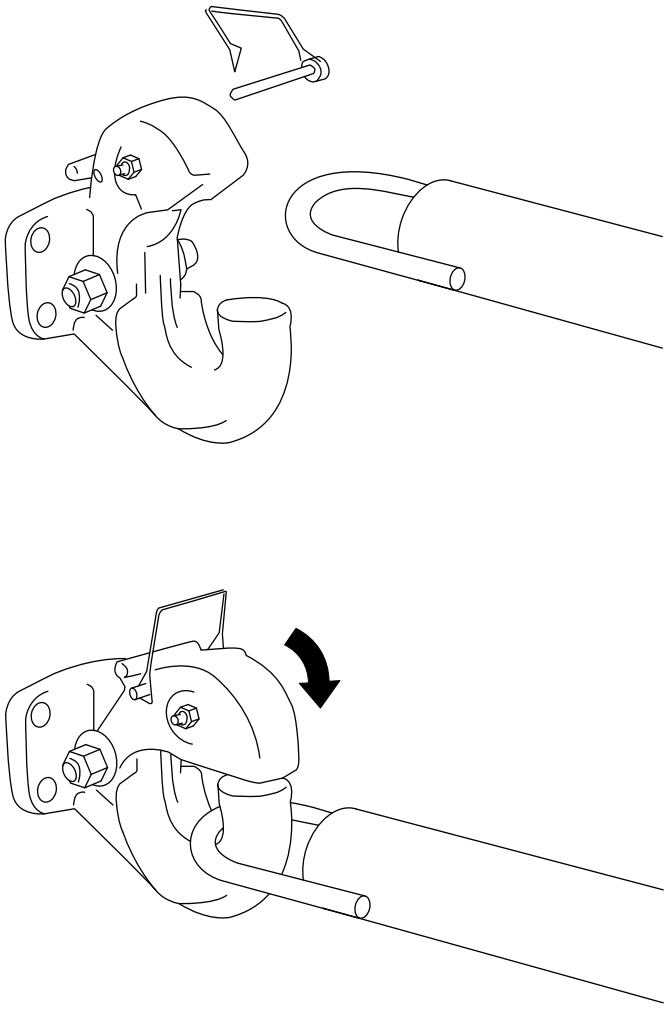

Figura 21
1. Retire el pasador del gancho de arrastre y abra el gancho (Figura 21).
2. Coloque la argolla de la barra de tracción sobre el gancho de arrastre (Figura 21).
3. Cierre el segmento superior del gancho de arrastre y sujételo con el pasador (Figura 21).